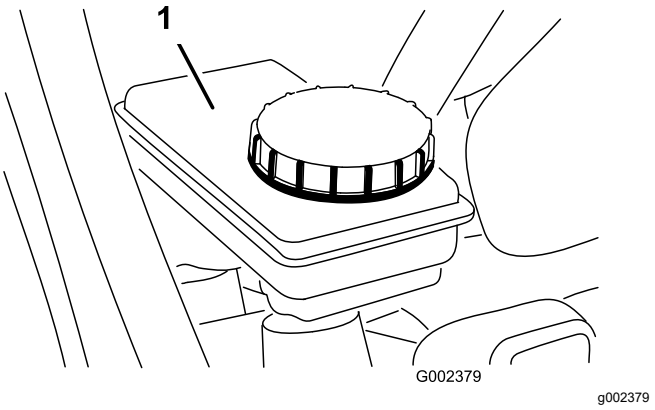

Figuur 55
5. Controleer of het vloeistofpeil tot aan de Vol-markering op het reservoir reikt (Figuur 55).
6. Als het vloeistofpeil te laag is, moet u de omgeving van de dop reinigen, de dop verwijderen en het reservoir vullen met de voorgeschreven remvloeistof tot het correcte niveau bereikt is (Figuur 55).